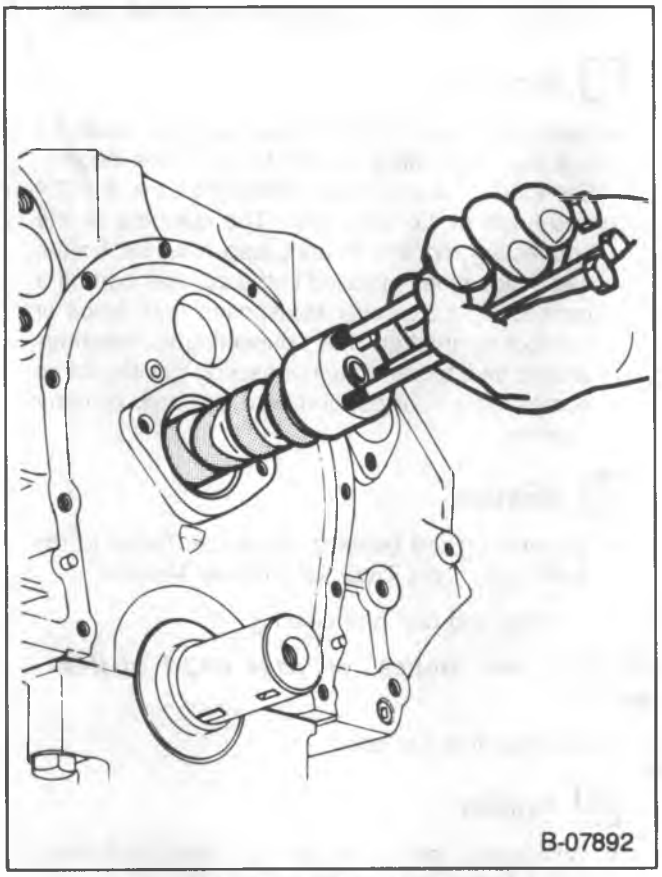

Figure 28 – Replacing the Camshaft
- Install two or three 5/16-18 bolts 100-125 mm (4-5-inch) long into the camshaft tapped holes. Use these bolts to handle the camshaft (figure 28).
2. Camshaft to the engine (figure 28). Handle the camshaft carefully to prevent damage to the camshaft bearings.